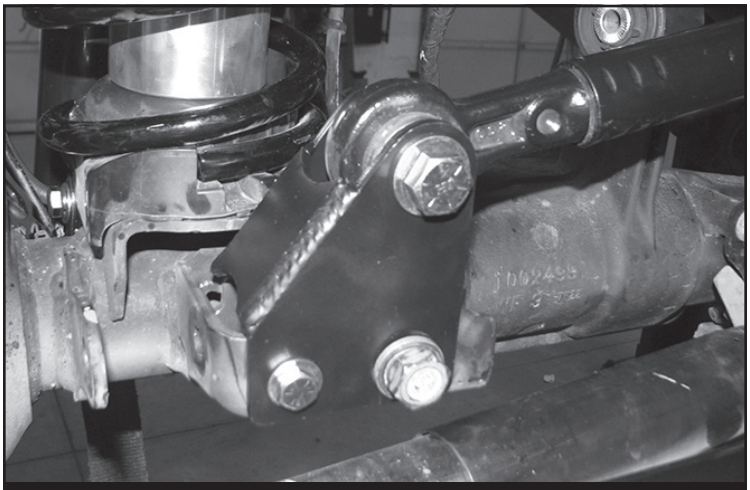

FIGURE 15 - STEP 16
16. Re-install the track bar using the supplied 9/16” X 3” bolt, nut and washers. Torque to 153 ft-lbs. **SEE FIGURE 15**